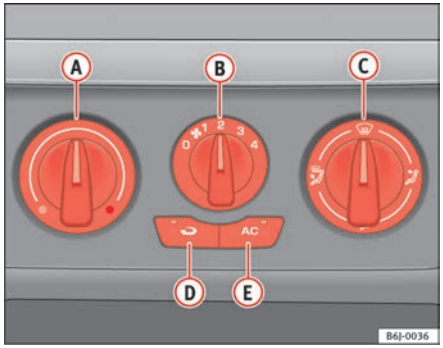

Fig. 85 Vehicle heating controls on the dash panel
– Using the controls ⇒ fig. 85 (A) and (C) and with the switch (B) you can adjust the temperature, the air distribution and the blower speed.
– Press the button (D) to switch air recirculation mode on or off. When the function is activated, a warning light on the button is turned on.